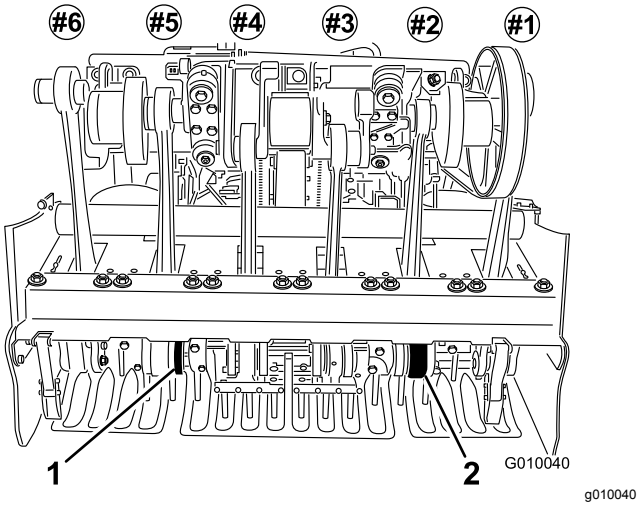

Figur 26
6. Monter tines på nummer 2 og 5 tineholder (Figur 26) Stram boltene.